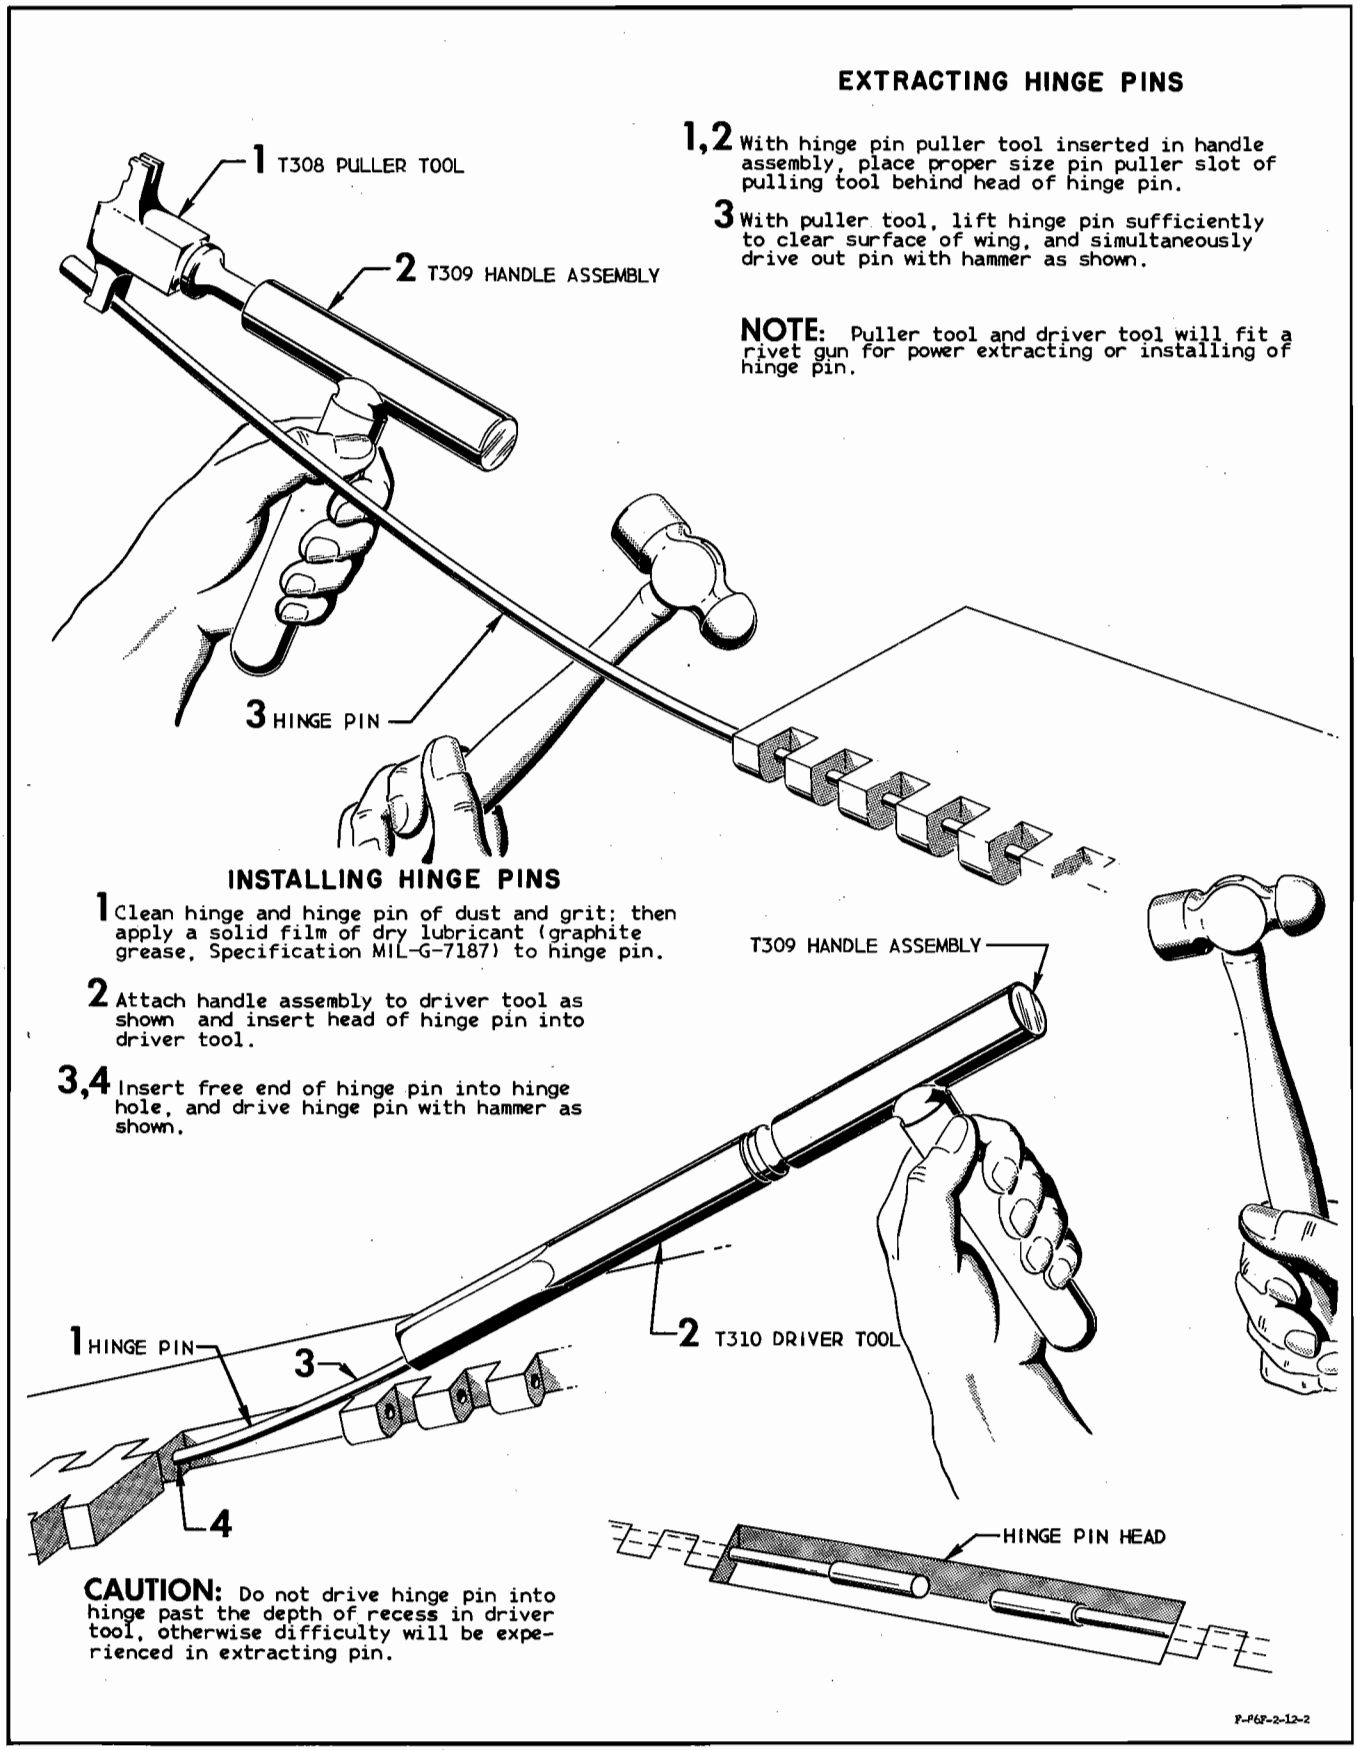

Figure 2-3. Installing and Extracting Hinge Pin
f. Support wing outer panel leading edge section at four points. Remove plates covering ends of hinge pins; then remove hinge pins. Use a T307 hinge pin driver and extractor tool to remove hinge pins. (See figure 2-3.) Remove leading edge by lowering it ½ inch, then moving it forward. The wing leading edge weighs approximately 140 pounds.